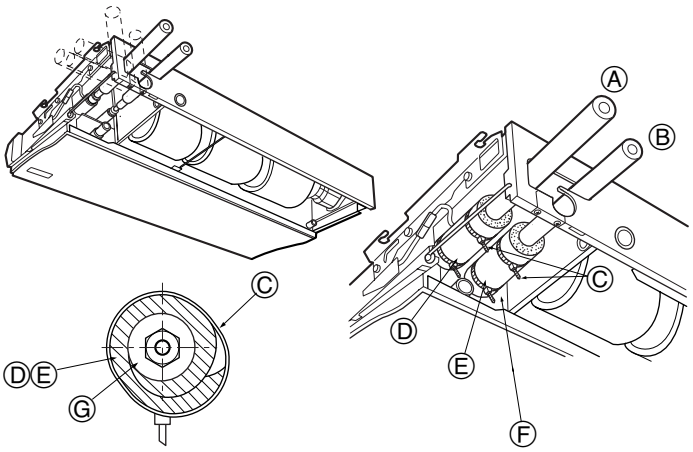

Fig. 4-2
4.3. Tuberías aislantes (Fig. 4-2)